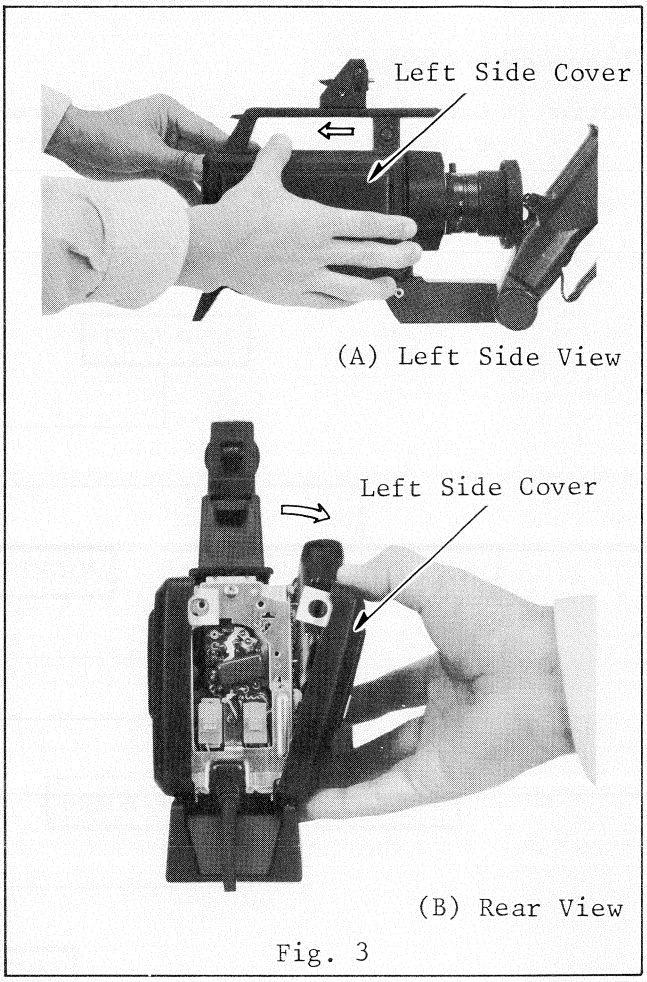

Fig. 3
a. Move the left side cover to the rear (see Fig. 3-A).
b. Then, remove the left side cover (see Fig. 3-B).